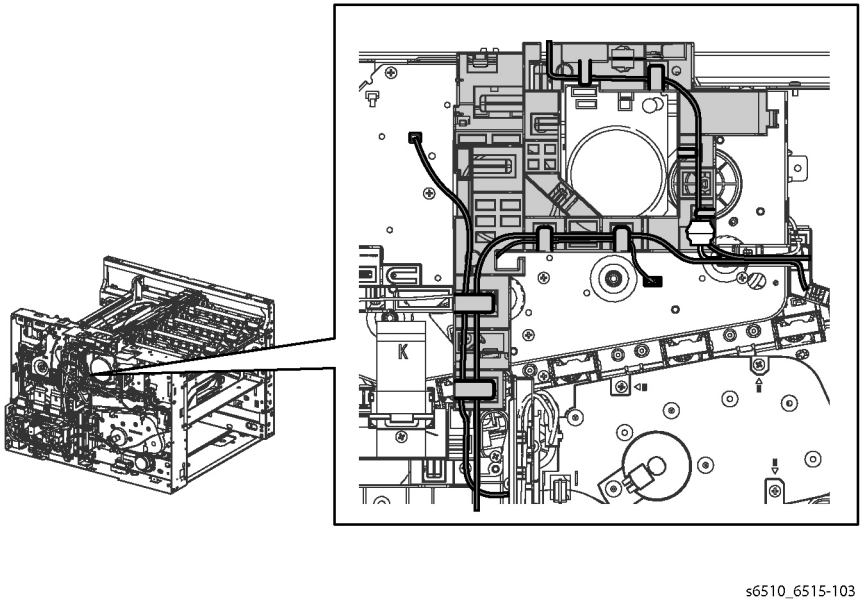

Figure 3 Unplug Connectors and Release the Cables
15. Refer to Figure 3 to unplug connectors and release the cables.